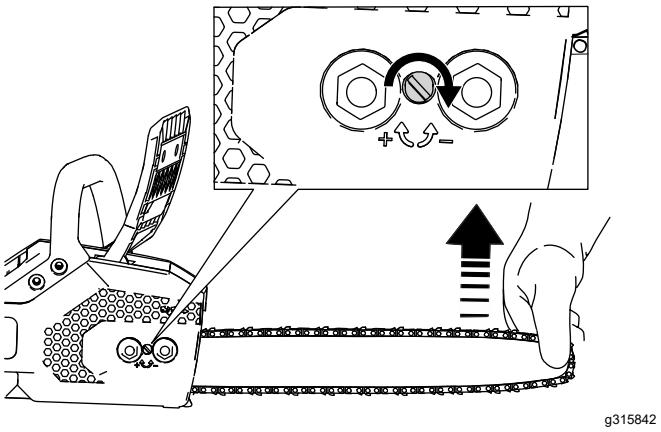

Figure 29
6. Tenez le guide-chaîne par son extrémité (Figure 29).
- **Pour tendre la chaîne,** tournez la vis de réglage de la tension dans le sens horaire (Figure 29).